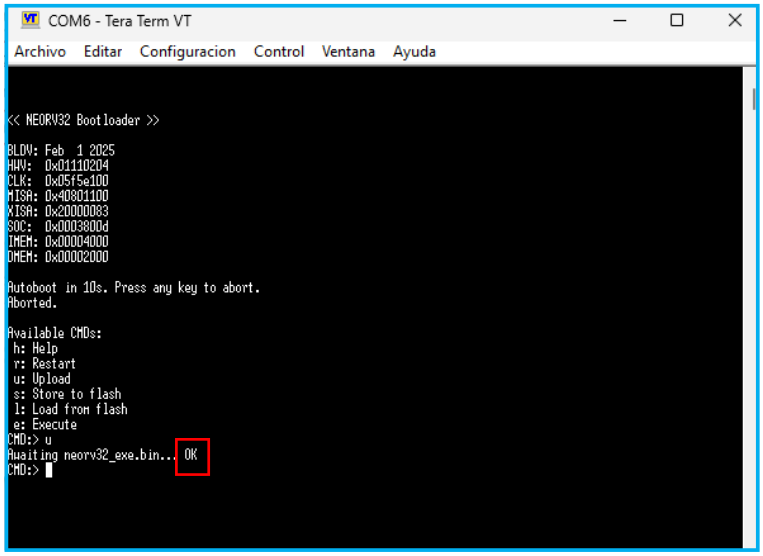

Fig.10. Mensaje de archivo recibido correctamente.
9. Si la transferencia ha ido bien, en el terminal debería mostrarse el mensaje: “`OK`” (Fig.10).